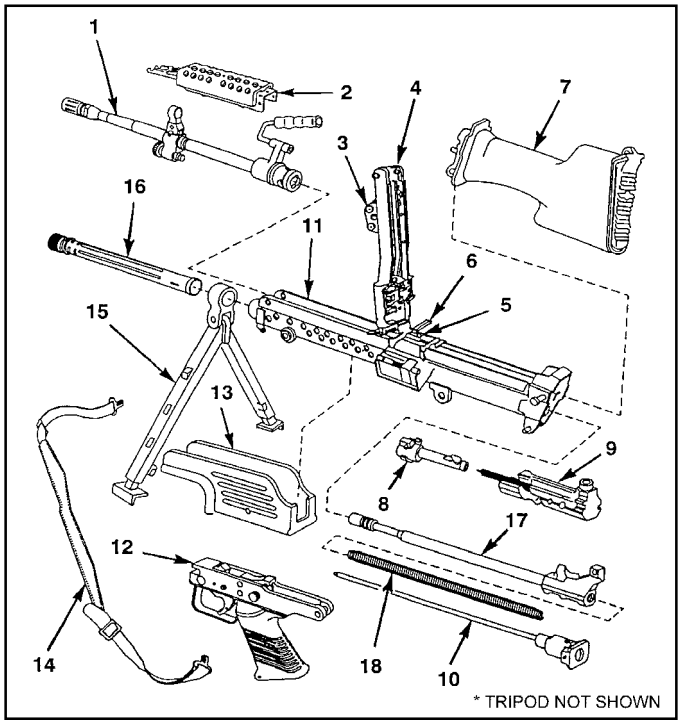
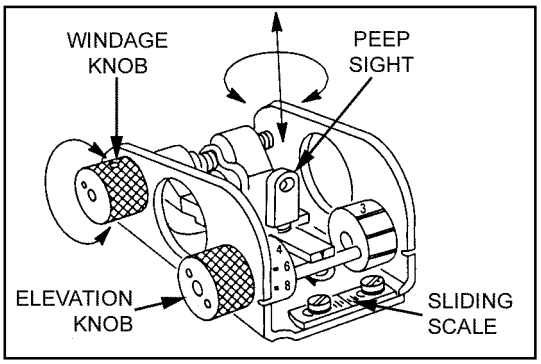

Figure 1-2. M249 machine gun components.
Figure 1-3. Sights.
The components of the M249 machine gun and their purposes are described in Table 1-2 and shown Figure 1-2. The item numbers in Table 1-2 correspond to the callout numbers in Figure 1-2. The sights and safety button are shown in Figures 1-3 and 1-4. (See Table 1-1 for general data.)
a. **Sights**. The M249 machine gun has a hooded and semifixed front sight (Figure 1-3). The rear sight assembly mounts on the top of the cover and feed mechanism assembly. The elevation knob drum has range settings from 300 meters to 1,000 meters. Range changes are made on the M249 machine gun sight by rotating the elevation knob to the desired range setting. Rotation of the rear sight aperture (peep sight) is used for fine changes in elevation or range adjustments, such as during zeroing. Each click of the peep sight. One click moves the sight 180 degrees, or one-half turn. This equals a one-half-mil change in elevation, which is .5 cm at 10 meters. The sight adjusts for windage